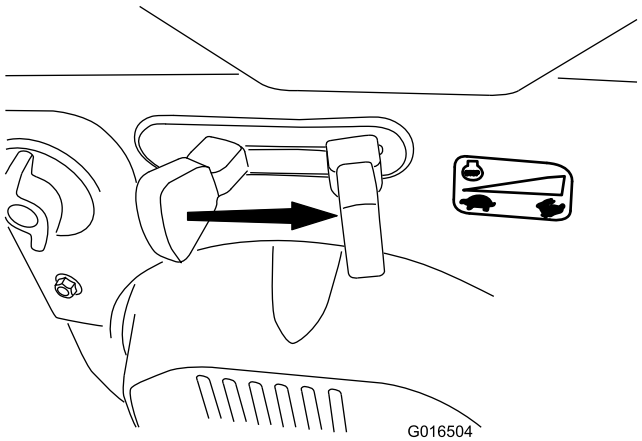

Rysunek 30
6. Ustaw przepustnicę w pozycji Szybko (Rysunek 30).